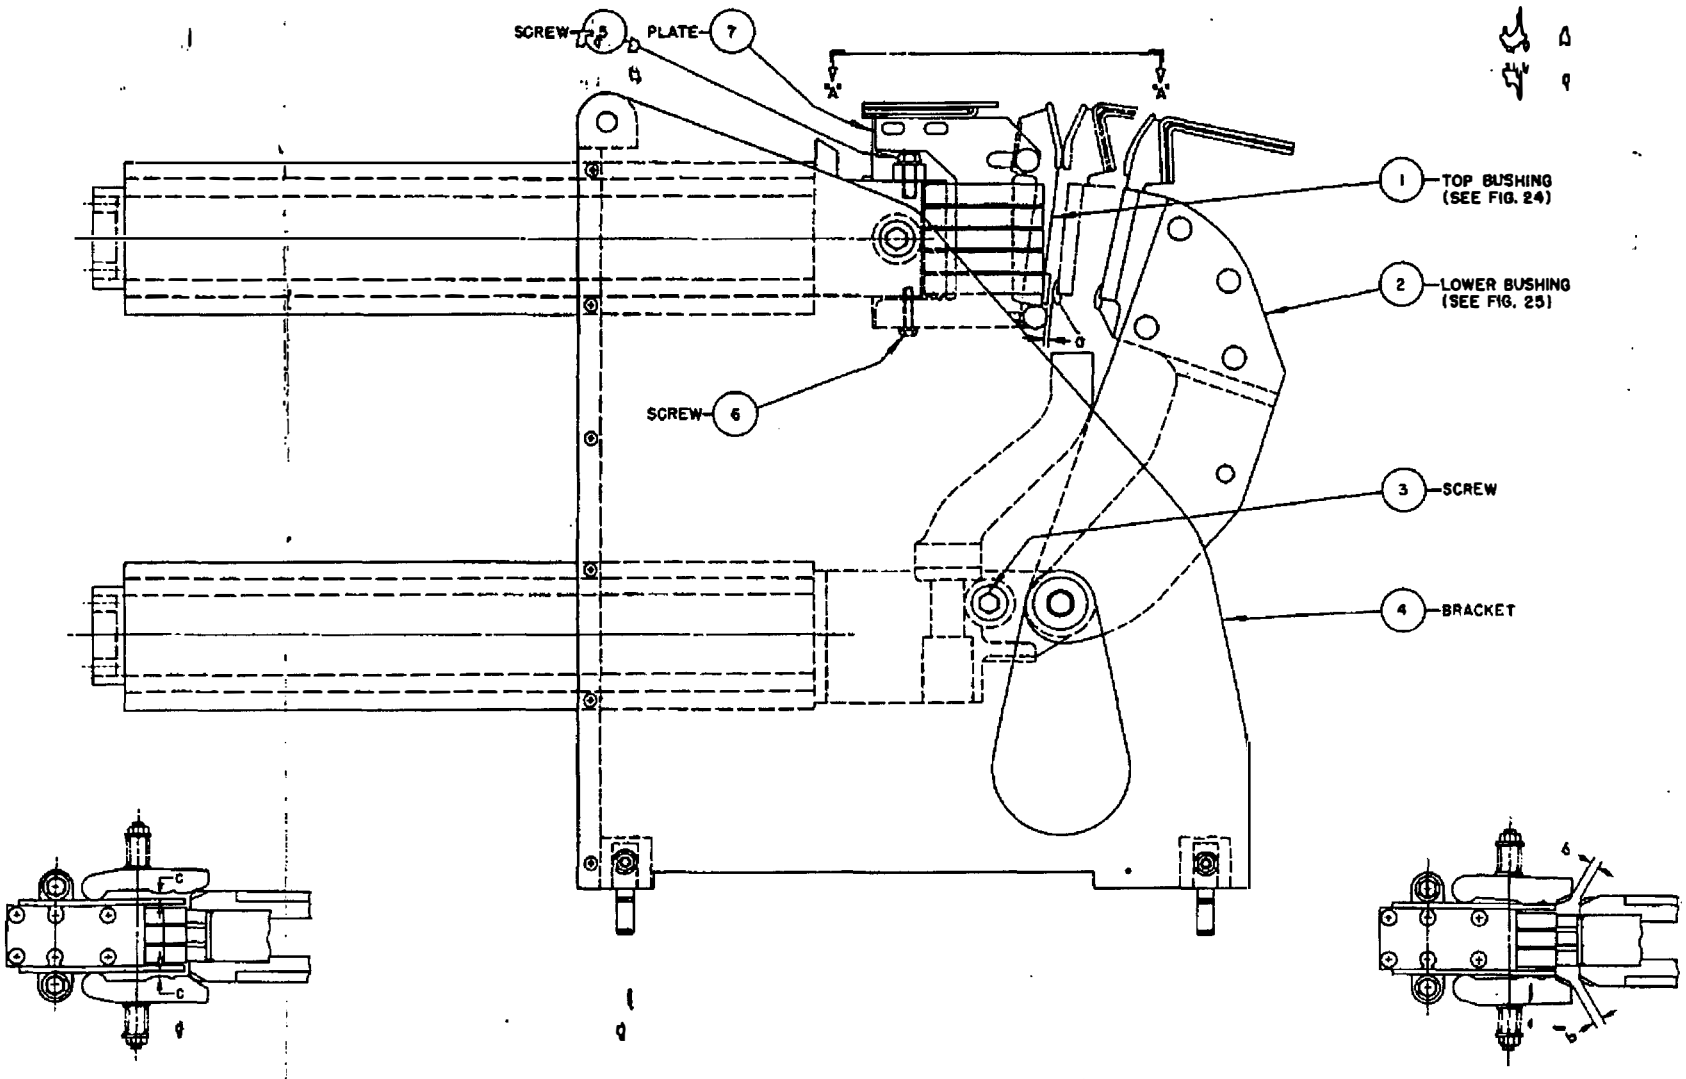

FIG. 23
The contacts are an integral part of the bushing assemblies and are carefully aligned with the upper and lower bushings before shipment and no further adjustment should normally be necessary. Check for proper contact alignment and, at the same time, for moving contact stroke by checking dimension g, View "AA", Fig. 23, between contact finger (24-3) and plate (24-10), on each side of bushing, top and bottom of each phase separately. It is not necessary that contacts touch simultaneously on all three phases.
To adjust contact alignment, close and latch breaker. Loosen two screws (24-24) and two screws (24-25). Move top block (24-8) and bottom block (24-13) sidewise until dimension g, View "AA", Figure 23, is 1/16 ± 1/64. Refasten screws (24-24) and 24-25). Both the contact alignment and stroke will be in proper adjustment.
This adjustment is accomplished by lengthening or shortening effective length of link (21-47) to bring dimension c, View "AA", Figure 23, to 1/16 ± 1/64. Open breaker; screw nuts on bottom of link (21-47) on or off stud as required to bring this dimension to within tolerance in all four measurements in the phase (see Section 4.14). Tighten both nuts before attempting to close breaker to check adjustment. The stroke should be adjusted in each phase individually.
4.17 CONTACT LEAD (Fig. 23)
In order to prepare breaker for contact lead check and adjusting, be sure that breaker is open and disconnect the movable contact from operator link (21-47) by removing pin (21-46) and two spacers (21-45). Bring movable arcing contact (25-3) so that it just touches the stationary arcing contact (24-4) as shown in Fig. 23, View "AA", (Arcing Contacts Engaging). Measure dimension a, Figure 23, the shortest gap between the two tertiary contacts, and dimension b (View "AA", Figure 23), the shortest gap between the main contacts. Dimension a should be 5/32 +0, -1/32 and dimension b should be 3/16 +1/16, -1/32.